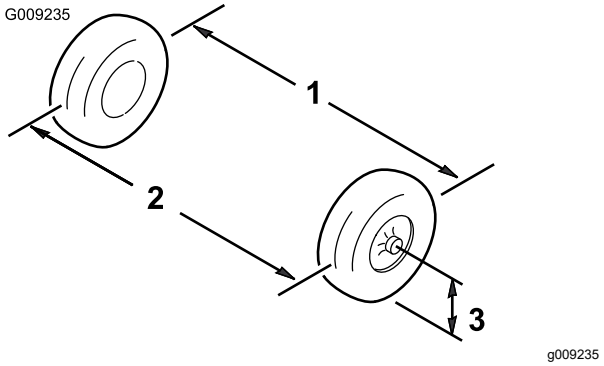

Figuur 50
1. Meet ter hoogte van de as de afstand tussen de voorwielen aan de voorkant en de achterkant van de wielen (Figuur 50).